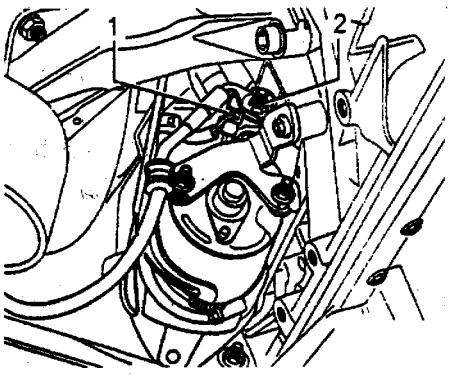

图 6－5
(1) 拆卸/安装起动机
①首先，断开蓄电池－接地线。
②断开并拔出端子 50，如图 6－5 所示。